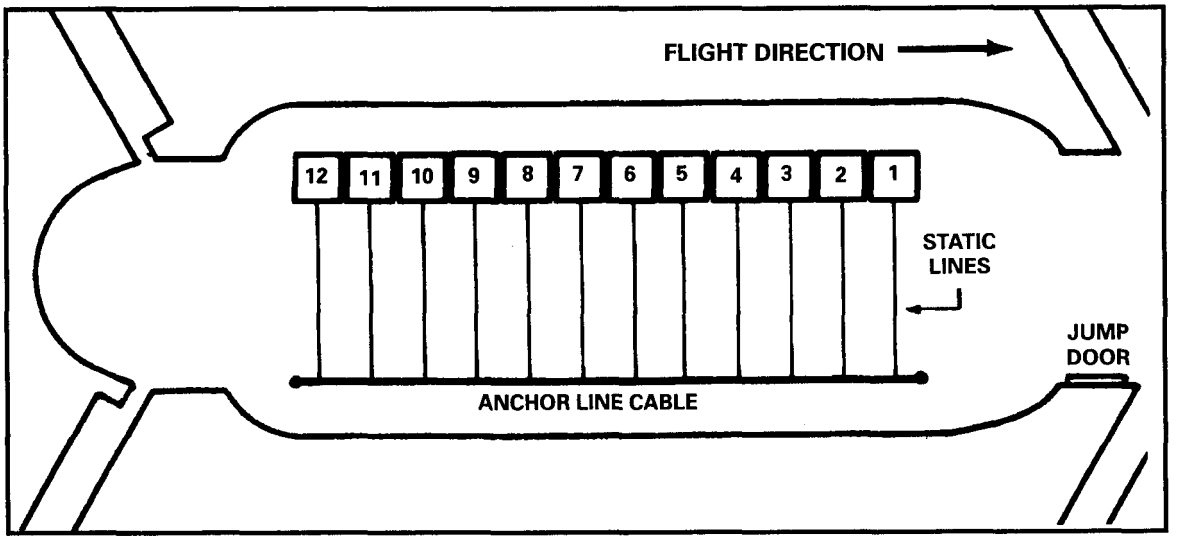

Figure 18-8. CH-46 door jump.
(2) **STAND UP.** Parachutists stand up and move to the starboard side (Figure 18-8).